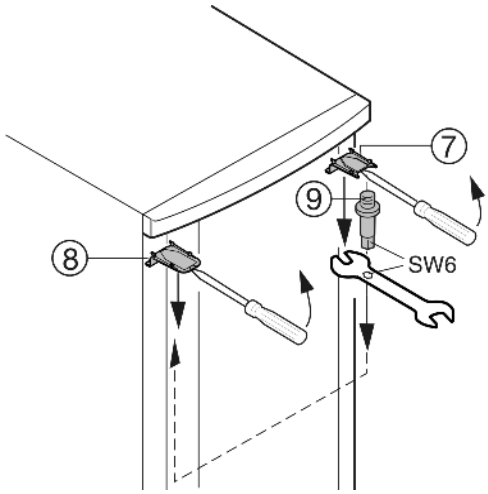

Fig. 5
- ▶ Vpředu nahoře šroubovákem uvolněte kryt *Fig. 5 (7)* akryt *Fig. 5 (8)* a vyjměte je šikmo dolů.
- ▶ Ložiskové čepy *Fig. 5 (9)* vyšroubujte a zašroubujte je na protilehlé straně **(s 4 Nm)**. K tomu použijte vnitřní šestihran dodaného rozvidleného klíče.
- ▶ Znovu namontujte kryt *Fig. 5 (7)* na straně ložiskového čepu: vzadu nasaďte, vpředu zaklapněte.
- ▶ Namontujte kryt *Fig. 5 (8)* na protilehlé straně: vzadu nasaďte, vpředu zaklapněte.
- Dvířka zavěste do ložiskových čepů *Fig. 5 (9)* a dvířka zavřete.